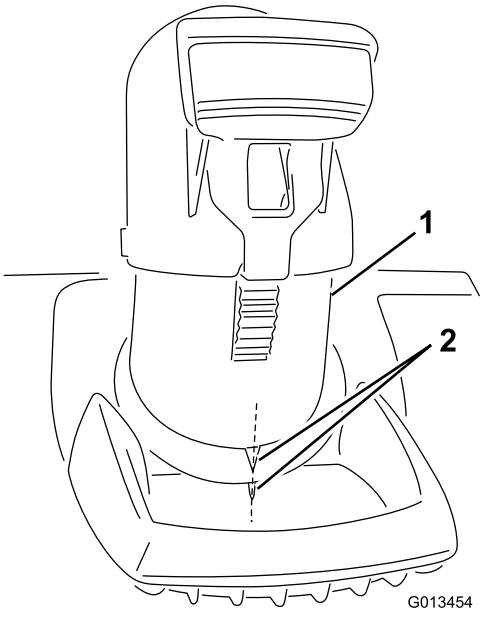

**Figure 3**
***Important:*** **Align the arrow on the discharge chute with the arrow on the housing (Figure 3).**